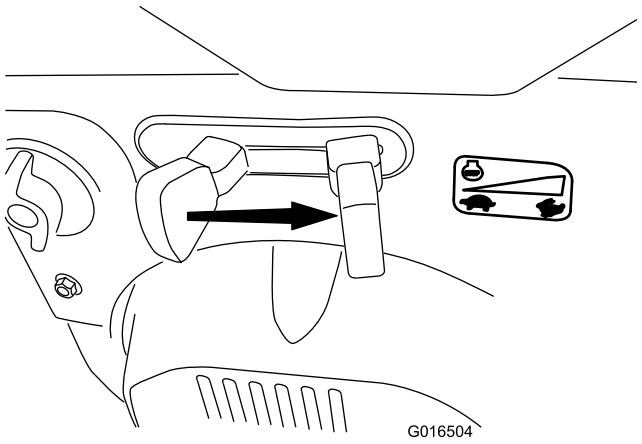

Figur 30
6. Flyt gashåndtaget til positionen Fast (hurtig) (Figur 30).